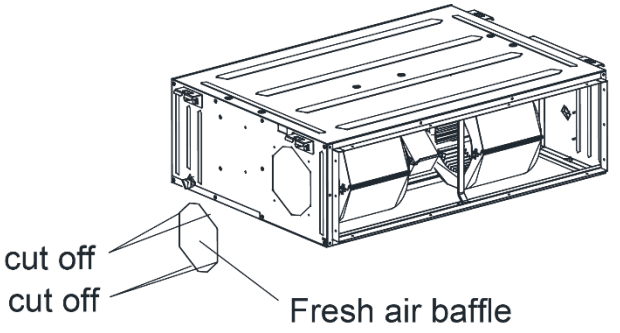

Fig 9.4.8
(1)When the fresh air pipe is needed to be connected, cut the fresh air baffle as Fig 9.4.8